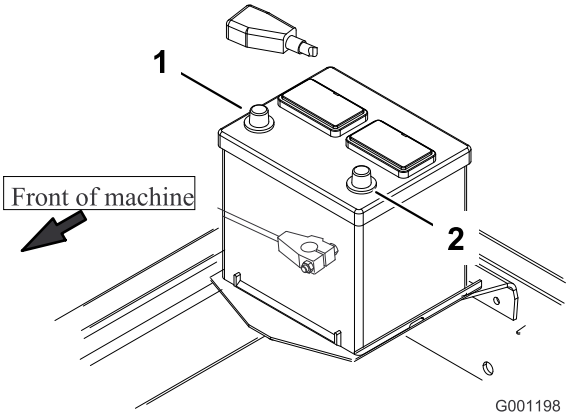

Figur 11
8. Koble først den positive kabelen (rød) til den positive (+) batteripolen, og deretter den negative kabelen (svart) til den negative (-) polen (Figur 11). Skyv gummihetten over den positive polen for å forhindre muligheten for kortslutning.